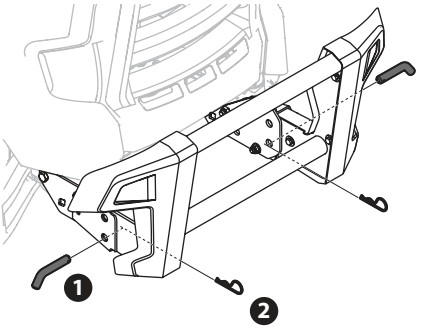

Fig. 17
2. Instale los pasadores en el lado derecho e izquierdo de la protección del cepillo y, luego, asegúrelos con dos pasadores de chaveta que se incluyen en el paquete de elementos de ferretería (Fig. 17).